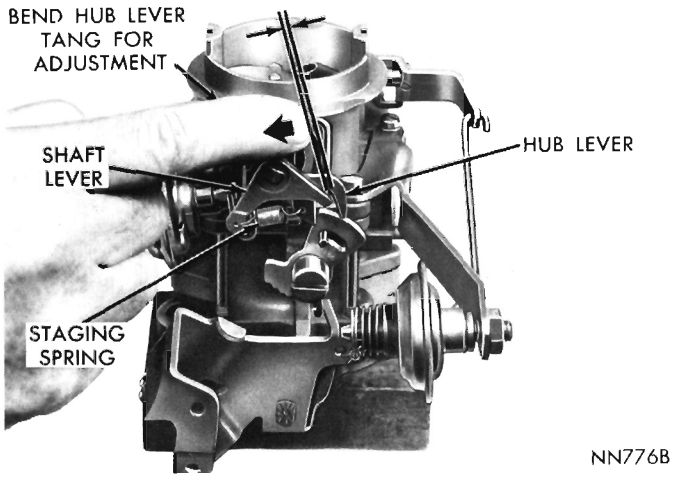

Fig. 18—Spring Staged Choke Adjustment
Spring Staged Choke Adjustment (Fig. 18)
(1) Push on hub lever with finger, at closed choke position. A small opening should exist between shaft and hub levers, (Fig. 18).
(2) Using a drill or gauge, measure opening. The opening should be from .010 to .040 inches.
(3) If an adjustment is necessary, bend hub lever tang until correct opening has been obtained.